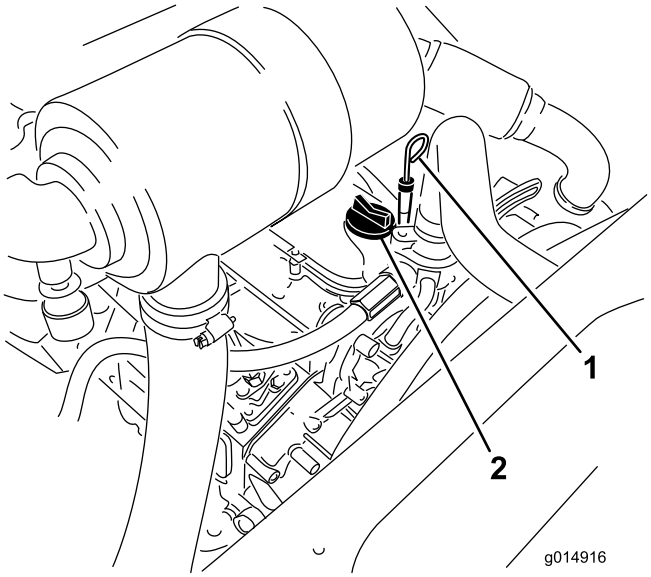

Figur 36
3. Ta ur oljestickan, torka av den och sätt tillbaka den igen (Figur 36).
5. Om oljenivån inte når upp till markeringen Full på oljestickan, ska du ta bort påfyllningslocket (Figur 36) och fylla på olja tills nivån når upp till markeringen.